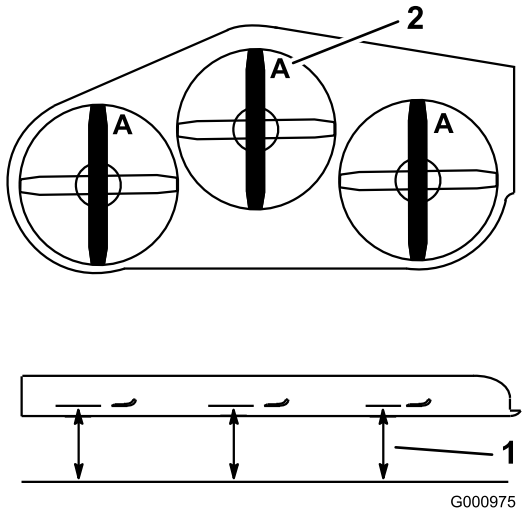

Figur 76
3. Roter knivene til endene vender fremover og bakover (Figur 76). Mål fra en jevn overflate til kniveggen, posisjon **A**, på kniven (Figur 76). Merk deg dette målet.